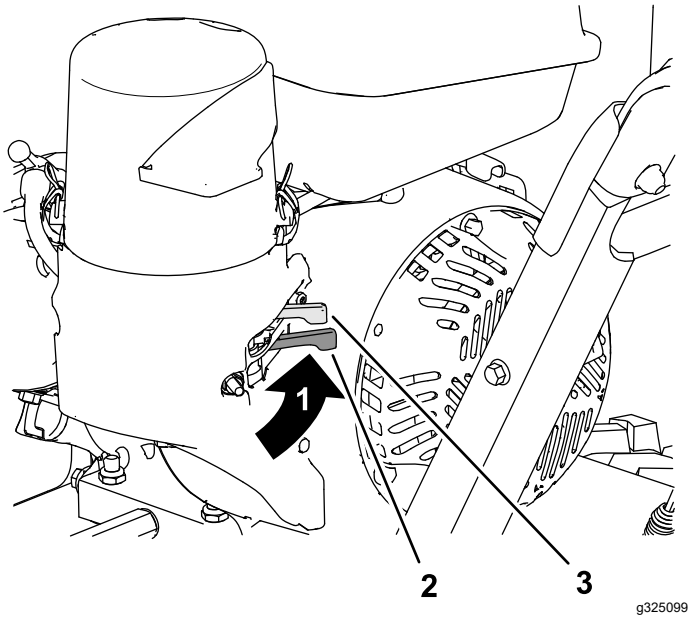

**Figur 11**
Flyt brændstofafbryderventilen, som er placeret under chokeren, til højre for at åbne for brændstoftilførslen (Figur 11).
2. På motorens bageste venstre side skal du flytte chokeren til venstre til positionen ON (Til). På en varm motor – lad chokeren være i positionen OFF (Fra) (Figur 11).
6. Lad motoren varme op i nogle minutter, og flyt derefter chokeren til positionen OFF (Fra) (Figur 11).
5. Brug brændstofafbryderventilen for at afbryde brændstoffet, når du ikke skal bruge maskinen i et par dage, parkerer maskinen i en bygning eller transporterer maskinen til og fra arbejdsstedet (Figur 11).